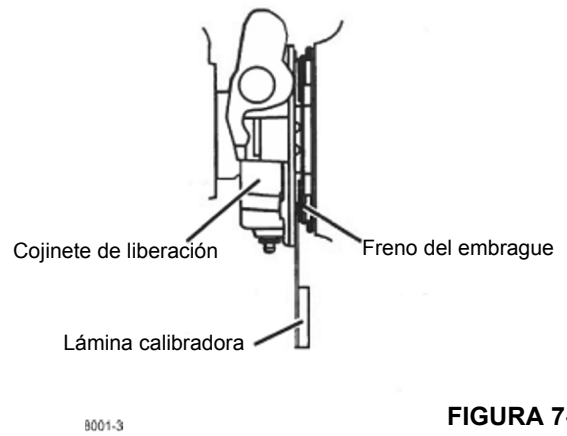

FIGURA 7-32
6. La compresión del freno del embrague debe comenzar a 12.7-25.4 mm (0.50-1.00 pulg) arriba del fin de la carrera del pedal. Inserte una lámina calibradora de 0.25 mm (0.010 pulg) entre el cojinete de liberación y el freno de embrague (Figura 7-32). Pise el pedal para fijar la lámina. Si la lámina no se fija, ajuste el varillaje para lograr el apriete del freno del embrague y luego repita este paso.